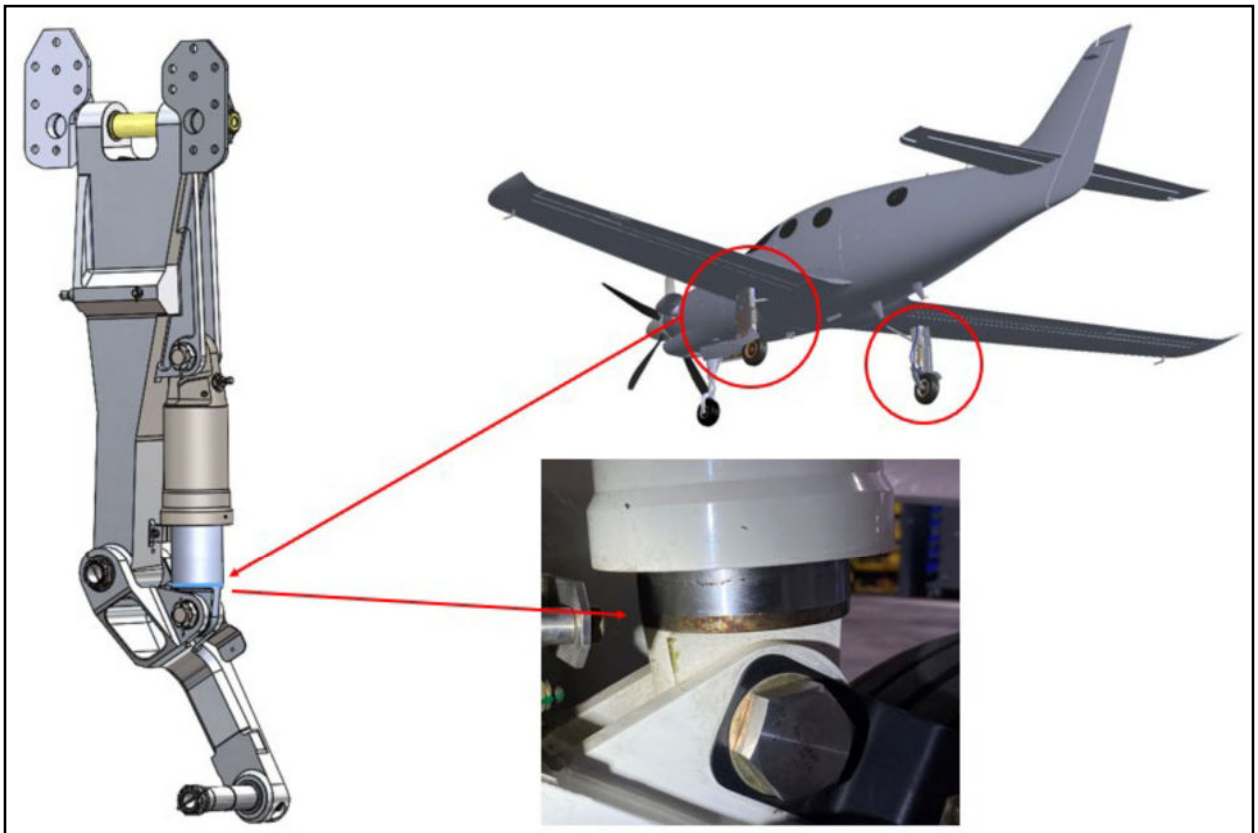

Figure 1: Landing Gear Damper Corrosion
3. If corrosion is found on a main landing gear damper piston at the paint line, perform the steps that follow (Refer to Figure 1):